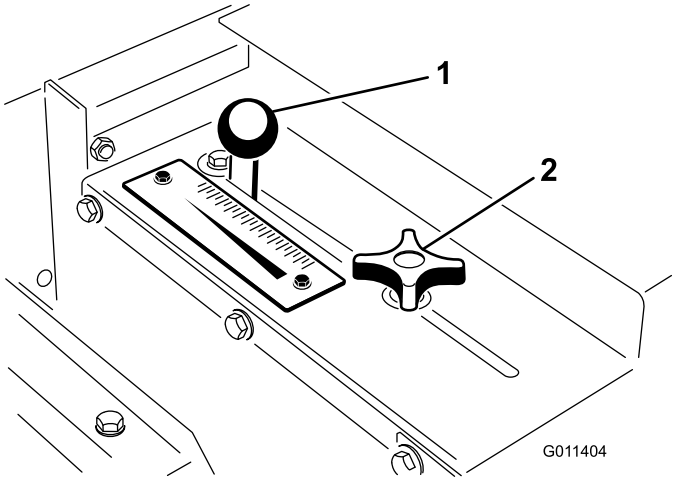

Figur 19
1. Lossa låsratten (Figur 19) tillräckligt för att den ska kunna glida obehindrat i spåret.
2. Ställ grindratten (Figur 19) i önskat läge och dra åt låsratten för att säkra justeringen.
Använd hastighetsskalan (Figur 19) för att ställa in önskad flödeshastighet. Se Sandningshastighet.